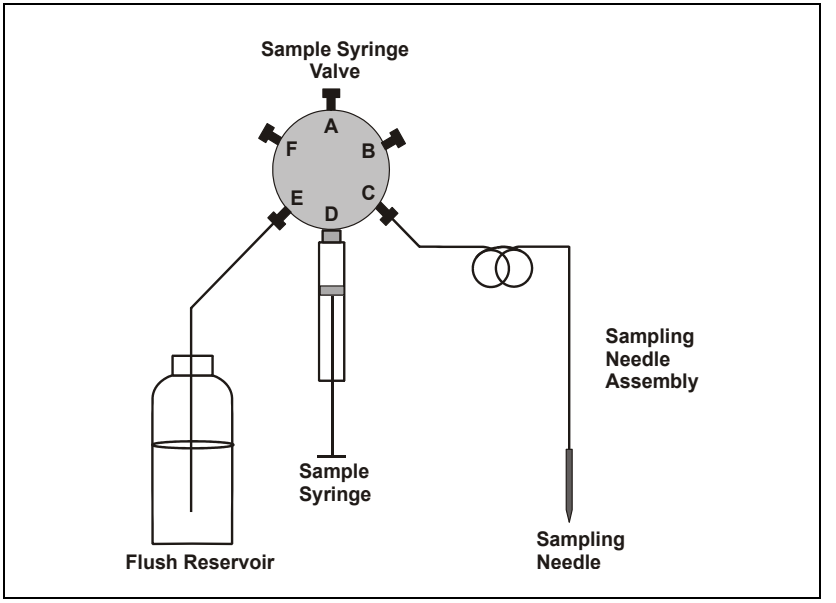

Figure 2-22. Fluid Schematic for Sample Syringe
- The sampling needle arm moves to the flush port and delivers a volume of flush fluid. This primes the lines from the flush reservoir to the syringe and through the sampling needle assembly (see Figure 2-22).
Figure 2-22 shows the fluid connections to the sample syringe and flush reservoir when no sample prep option is installed.